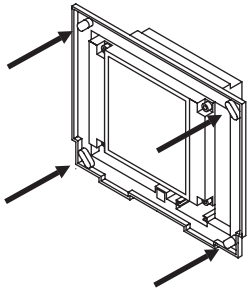

Fig. 64
3. Gerät in UP-Montagedose einsetzen und festschrauben (Fig. 64).